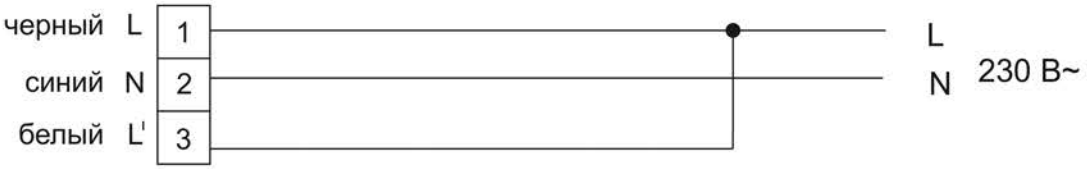

Рисунок 3
3.2.5.1 Постоянный аварийный режим работы (рисунок 3):
– фазный некоммутированный проводник сети – подключить к чёрному контактному зажиму (L);
– нейтральный проводник сети – подключить к синему зажиму (N).